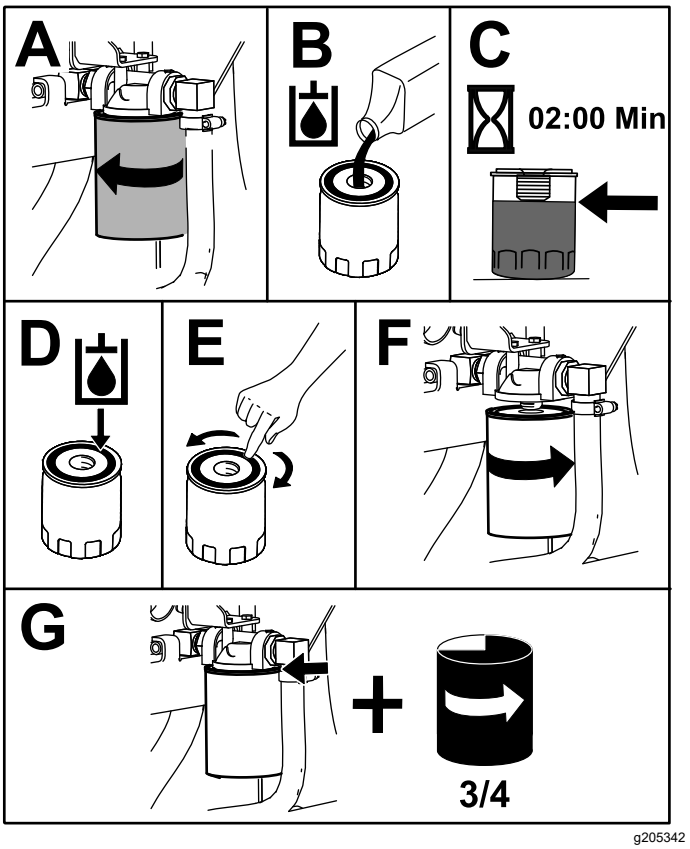

Figuur 72
4. Plaats een opvangbak onder het filter en vervang het filter (Figuur 72).